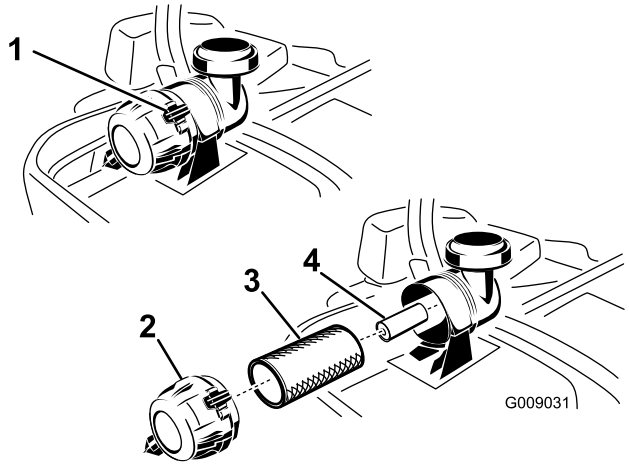

Figur 50
3. Skyv ned for å åpne låsene på luftrenserdekslet og trekk luftrenserdekslet av luftrenserkroppen (Figur 50).
5. Skyv hovedfilteret forsiktig ut av luftrenserkroppen (Figur 50). Pass på at filteret ikke slår bort i luftrenserkroppen.
1. Rengjør ikke papirfilteret, erstatt det (Figur 50).
2. Hvis du skifter ut hjelpefilteret, skyv det forsiktig inn i filterkroppen (Figur 50).
3. Skyv hovedfilteret forsiktig inn over hjelpefilteret (Figur 50). Påse at det sitter godt ved å trykke på den ytre kanten av filteret mens du installerer det.
4. Sett luftrenserdekslet med ventilatorlokket ned og vri det slik at låsene låser dekslet på plass (Figur 50).